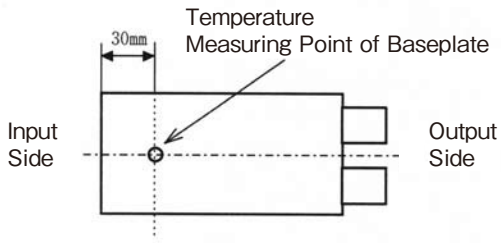

Figure 14-2 Temperature Measurement Point of Baseplate
2) Maximum baseplate temperature is 100℃. Confirm it at the measuring point shown as Figure14-2 in the worst operating condition.